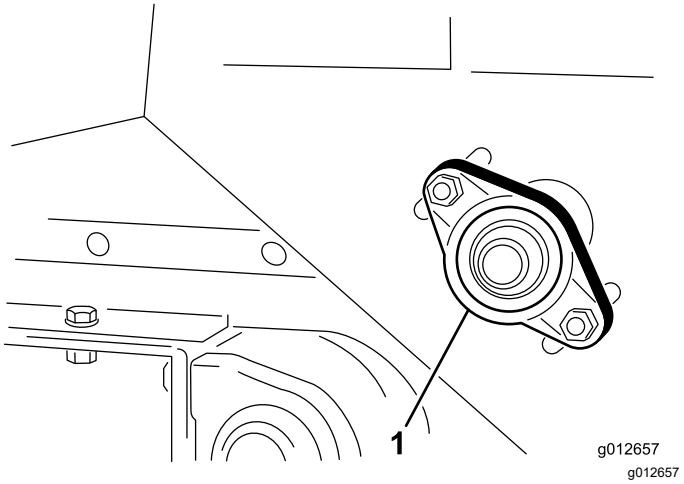

**Figur 40**
1. Lossa muttrarna som fäster lagerhuset (Figur 40) på maskinens högra sida.